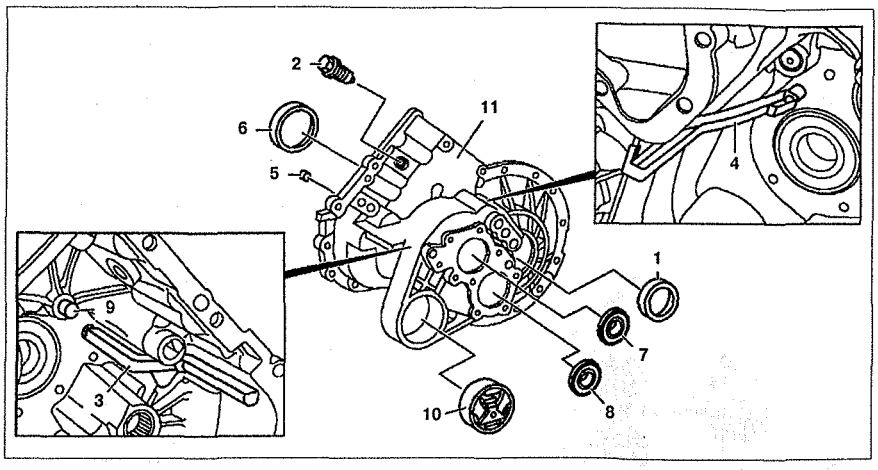

Рис. 6.23. Корпус коробки передач (автомобили с двигателями 611.980):
13. Снимите вращающийся сальник **1** (см.рис.6.23).